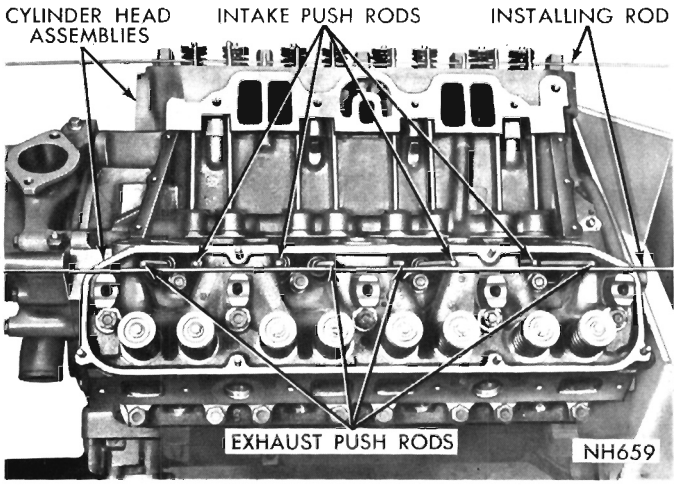

Fig. 11—Push Rods Installed
(5) Inspect push rods and replace any worn or bent rods.
(6) Install push rods in the tappets maintaining alignment, using rod, (Fig. 11).